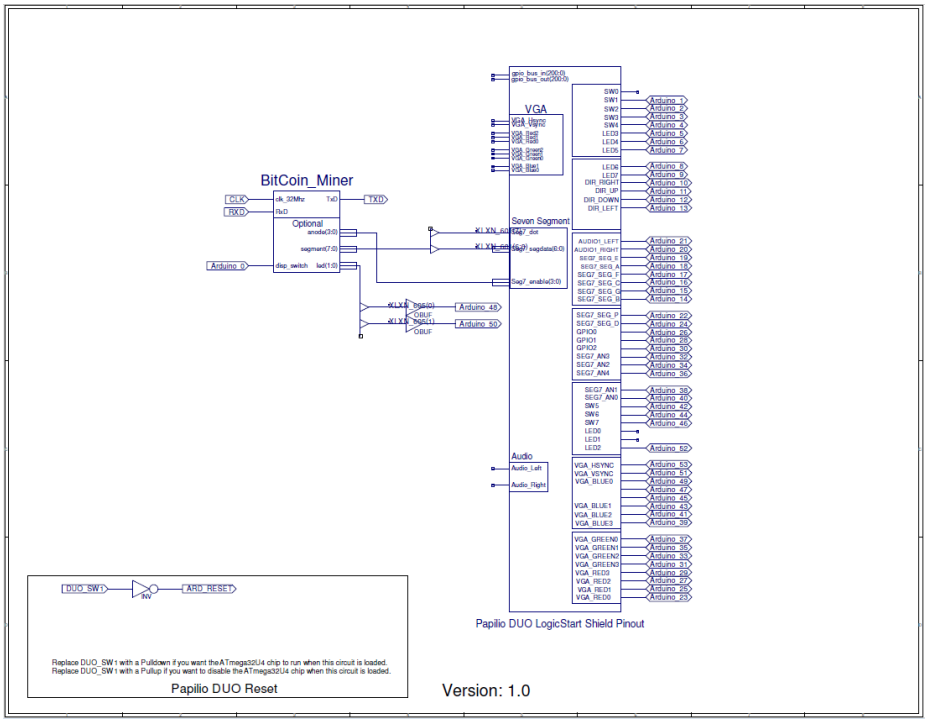

Figure 8-4 *Bitcoin DesignLab schematic*
2. To view your design, click View Circuit in the top toolbar. A PDF file of the top-level schematic will open, as seen in Figure 8-4.